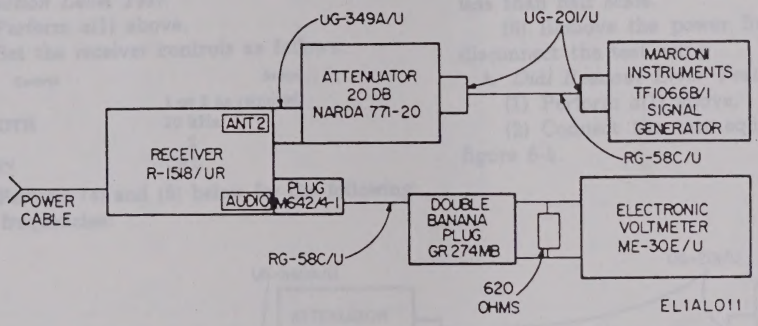

Figure 6-3. FM sensitivity test connections.
(1) Perform *a*(1) above.
(2) Connect the test equipment as shown in figure 6-3.